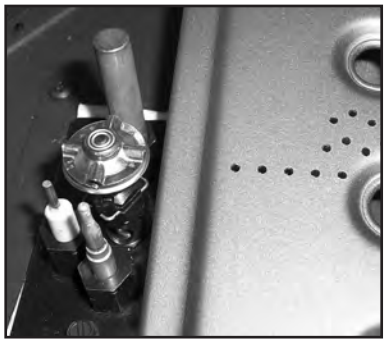

Figure 15: Burner to pilot hood relationship.
8. Reinstall the burner, brick panels, log set, embers, and glass door. Also refer to Secondary Installation - Installing Log Set and Embers. When re-installing the burner, ensure that the burner to pilot hood relationship is similar to what is shown in Figure 15. On some units you will need to pay special attention when installing the burner that the venturi adjustment rod is properly installed into the venturi adjustment piece welded to the burner venturi tube